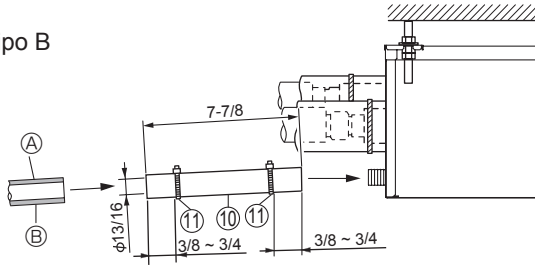

Fig. 8-1
(1) Aplique adhesivo de PVC (adquirido localmente) a la conexión de drenaje de la caja de derivación y presione el tubo de drenaje ⑩ que se adjunta en la conexión hasta que llegue al tope. (Fig. 8-1)
(2) Inserte un tubo en PVC duro (O.D. 13/16 pulg., 20 mm, adquirido localmente) en el tubo de drenaje ⑩ que se adjunta; péguelos y fíjelos. (Fig. 8-1)
(3) Coloque la cinta ⑪ en el tubo de drenaje ⑩ que se adjunta. (Fig.8-1)